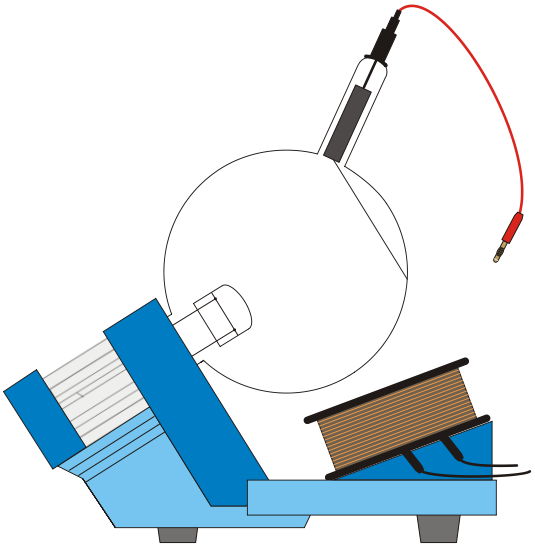

Fig.4 Montage de la bobine supplémentaire
- Placez la bobine auxiliaire sur le porte-tube comme le montre la figure 4.